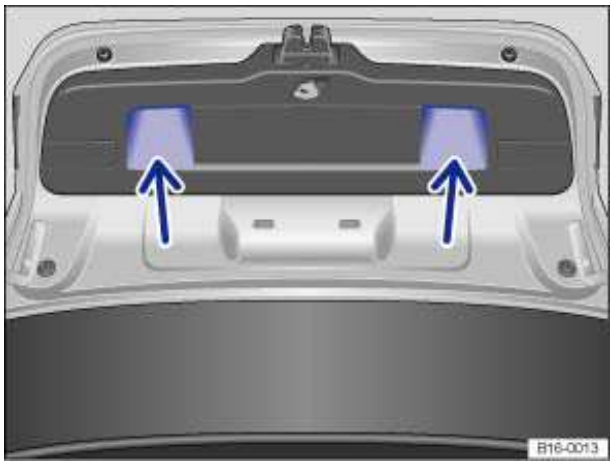

Fig. 31 Opened luggage compartment lid: Recessed grips for closing.
- Grasp one of the recessed grips in the trim of the luggage compartment lid ⇒ fig. 31 (arrows).